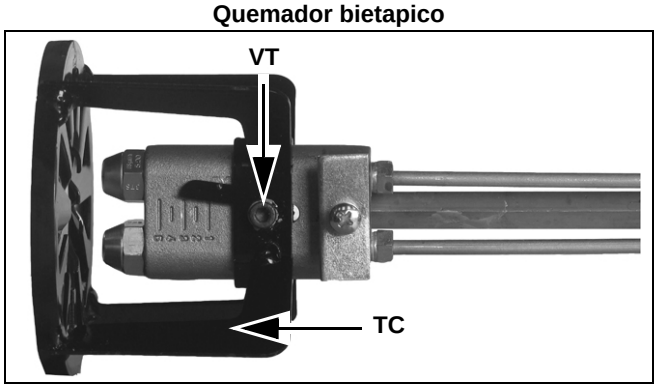

Fig. 51
- Destornillar el tornillo VT y desmontar el cabezal de combustión TC, como se muestra en Fig. 51 .